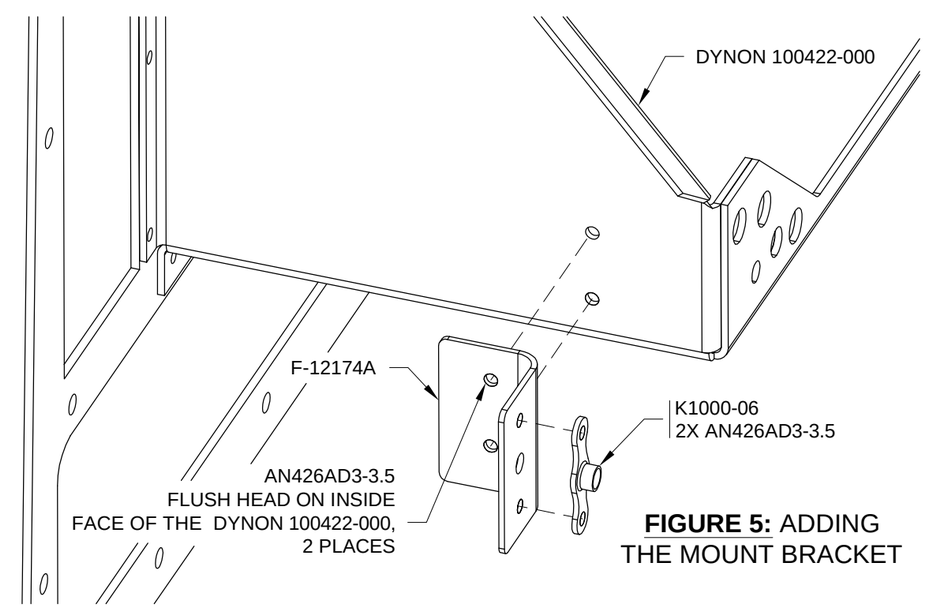

FIGURE 5: ADDING THE MOUNT BRACKET
Step 9: Dimple the F-12174A AP74 Mount Brackets two nutplate attach holes and the two holes that will attach the AP74 mount bracket to the DYNON 100422-000 D-100 Series Mounting Tray. See Figure 5 to determine correct dimple direction. Dimple the attach holes in the nutplate called out in Figure 5.
Step 10: Rivet the nutplate called out in Figure 5 to the F-12174A AP74 Mount Bracket.
Step 11: Rivet the F-12174A AP74 Mount Bracket to the DYNON 100422-000 D-100 Series Mounting Tray as shown in Figure 5.